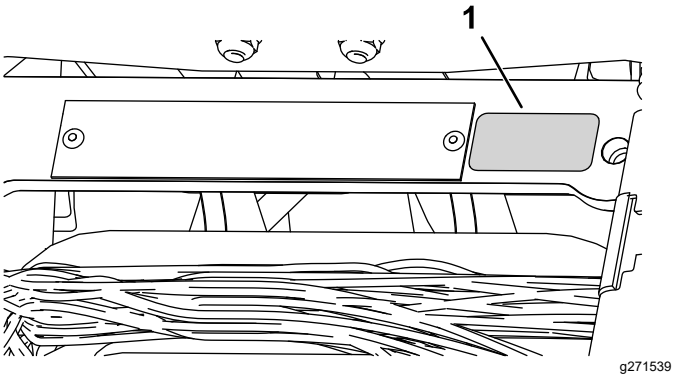

Figuur 11
- Breng de sticker met het productiejaar aan bij het plaatje met serienummer (Figuur 11).